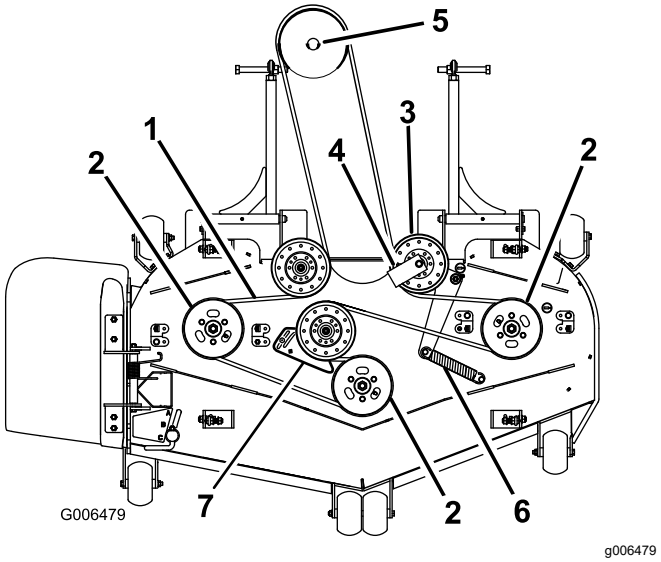

Rysunek 83
7. Zdejmij prowadnicę paska z ramienia dociskanego sprężyną jałowego koła pasowego pokazanego na Rysunek 83.
9. Zamontuj nowy pasek wokół kół pasowych kosiarki i koła pasowego skrzyni biegów pod silnikiem (Rysunek 83).
10. Zamontuj prowadnicę paska na jałowym sprężynowym kole pasowym pod kątem 45° w sposób pokazany na Rysunek 83. Dokręć śrubę momentem od 37 do 45 N·m.
11. Zamontuj sprężynę koła pasowego luźnego na 2 trzpieniach (Rysunek 83).